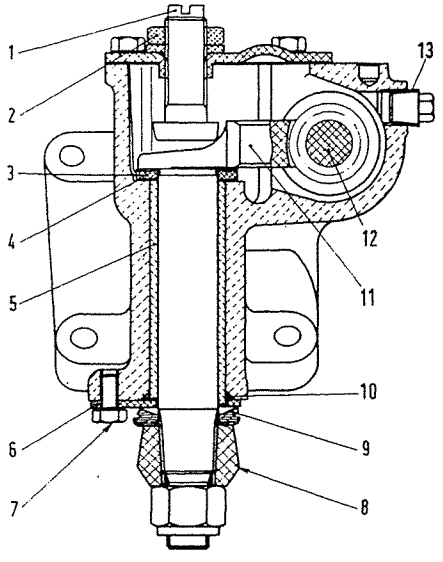

Abb. 275 - Schnitt des Lenkgehäuses durch das Lenksegment.
Das Spiel zwischen Exzenterbüchse (5, Abb. 275) und Segmentwelle (11, Abb. 275) darf nicht grösser sein als 0,10 mm (normales Einbauspiel 0-0,042 mm).
Befestigungsschraube (7, Abb. 275) der Nachstellplatte (6) lösen.
Wie schon oben gesagt, müssen das Gewinde der Schnecke und die Zähne des Lenksegments mit der Mitte ihrer Flanken tragen; ist dies nicht der Fall, dann wird das Segment durch Abnehmen bzw. Hinzufügen von Ausgleichscheiben (4, Abbildung 275) unterhalb des Druckrings des Lenksegments nachgestellt.